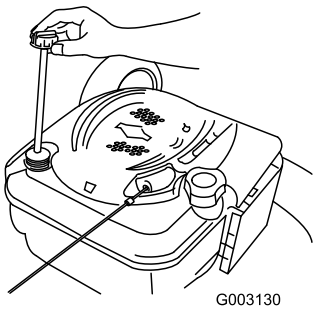

**Figuur 34**
6. Neem de peilstok uit de vulbuis (Figuur 34).